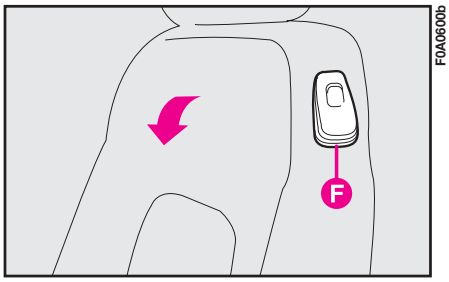

fig. 59a
**From driver's side:** pull handle **F-fig. 59a** upwards to tip the seat back.